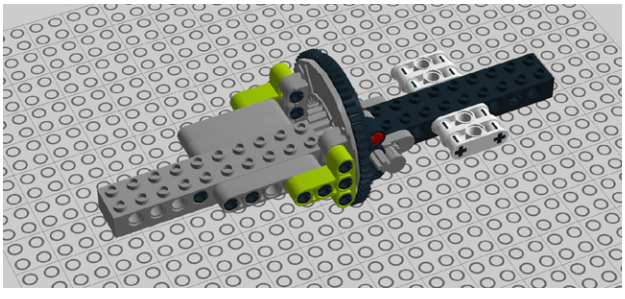

Figure 7-90. *Step 83: Securing it with T-beams*
83. Then, secure the two parts with a pair of T-beams (see Figure 7-90).